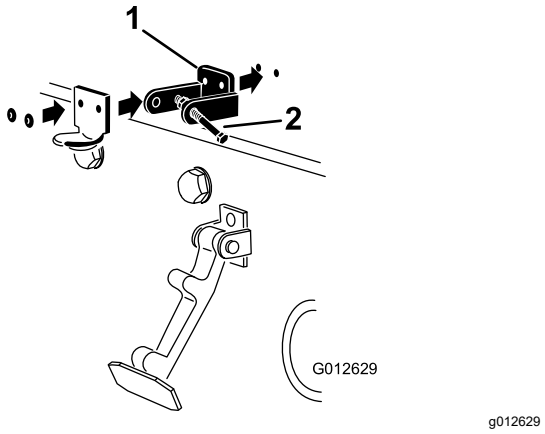

Figur 8
4. Placera CE-låsfästet och motorhuvslåsfästet på motorhuven när du passar in monteringshålen (Figur 8).
6. Nita fast fästena och brickorna på motorhuven (Figur 8).